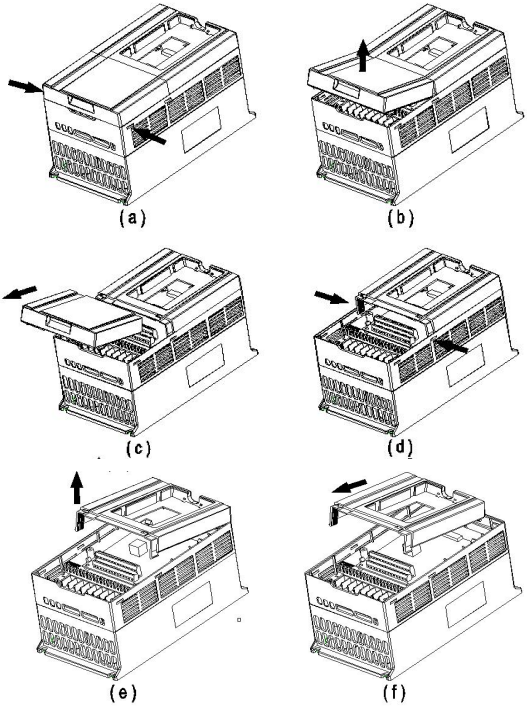

Fig.3-4 4.0/5.5KW cover plate dismantlement and installation
4.0/5.5KW model is consisted of two plastic cover plates,Refer to Fig.3-4 for the dismantlement and installation of the cover plate.Before going dismantlement and installation of the cover plate,please remove the operation panel.
1)Inward press fixed hook for bottom cover plate,as shown in figure 3-4(a).
2)Open bottom cover plate,as shown in figure 3-4(b).
3)Remove bottom cover plate,as shown in figure 3-4(c).
4)Remove screw for upper cover plate,and inward press fixed hook,as shown in figure 3-4(d).
5)Open upper cover plate,as shown in figure 3-4(e).
6)Remove upper cover plate,as shown in figure 3-4(f).